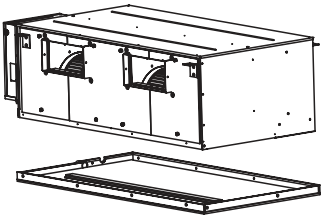

Рис. 11
6) Установите основание кондиционера, необходимо два человека (рис. 11).